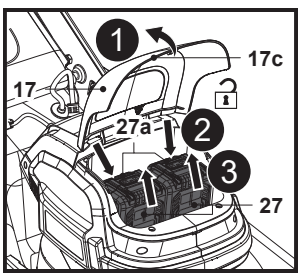

Fig. 8
1. Deschide capacul magnetic (17c) și capacul compartimentului pentru acumulatori (17) (fig. 8, pasul 1).
2. Apasă în jos butonul de eliberare (27a) pentru a debloca piedica acumulatorului (27) (fig. 8, pasul 2).
3. Glisează acumulatorul (27) afară din compartiment (fig. 8, pasul 3).
4. Repetă pașii de mai sus pentru a scoate celălalt acumulator (27).
5. Închide cu grijă capacul compartimentului pentru acumulatori (17).